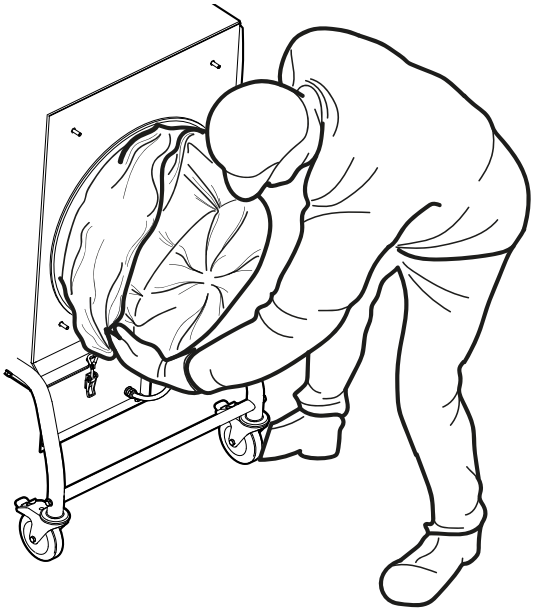

Fig. 21
8. Dra Filterpåse CMF PCW3 över filterpatronen (**Fig. 21**). Se till att filterpåsen inte fastnar på borstarna under filterpatronen.